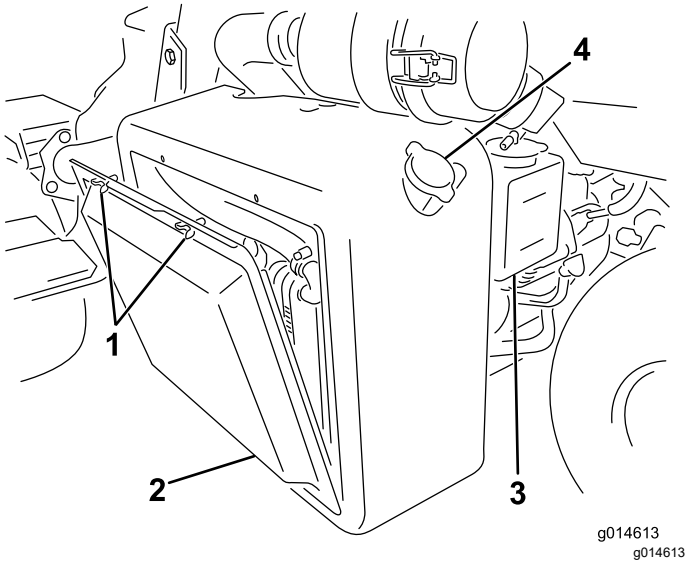
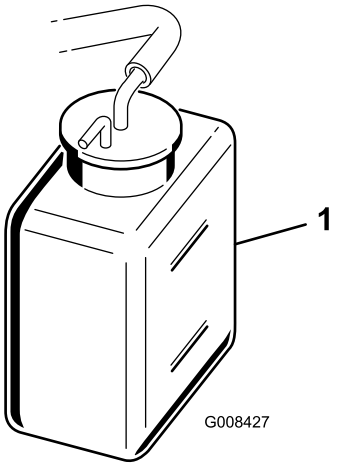

Figure 41
Figure 42
1. Retirez l'écran du radiateur (Figure 41).
2. Contrôlez le niveau de liquide de refroidissement (Figure 41 et Figure 42).